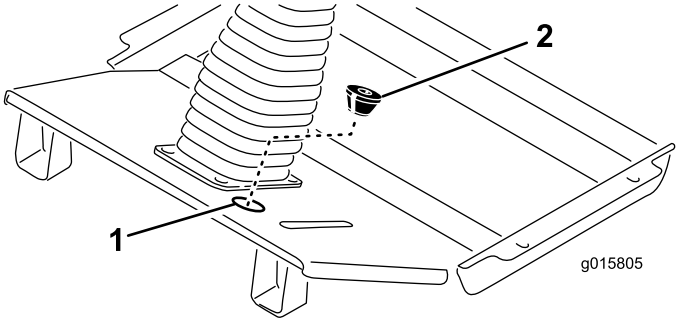

Figur 10
- För kablageändarna med de fem kontakterna upp genom hålet i golvplattan (Figur 10).
- Skär en skåra i bifogad hylsa och skär upp öppningen i botten (Figur 10). Se till att hylsans koniska ände pekar nedåt innan du lindar den runt kablaget och för in den i hålet i golvplattan.